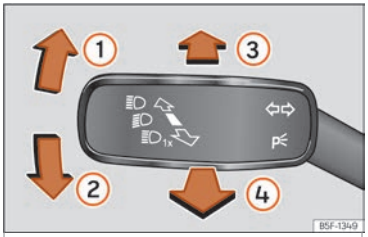

Fig. 102 Palanca de intermitentes y de luz de carretera.
- Desde la posición base, pulse hacia delante la palanca de los intermitentes y luz de carretera ››› fig. 102 ③. Cuando se muestre el testigo en la pantalla del cuadro de instrumentos, el asistente de la luz de carretera estará conectado.
- **O BIEN:** con la luz de carretera conectada, tire hacia atrás de la palanca de los intermitentes y luz de carretera ››› fig. 102 ④.